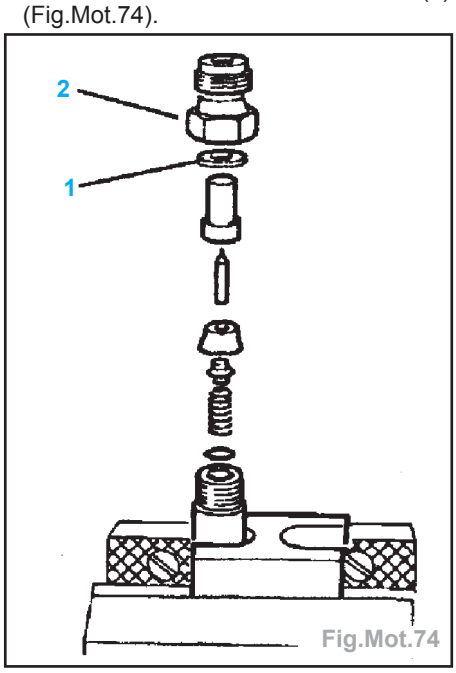

Fig.Mot.74
Nota : la rondelle pare-feu (1) doit être montée face bombée vers l'écrou (2) (Fig.Mot.74).